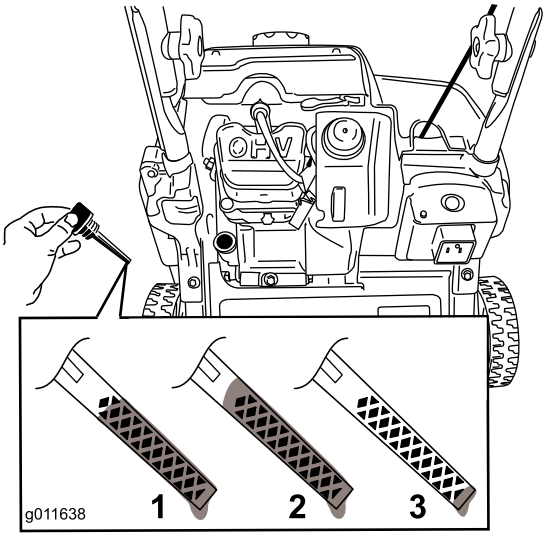

Rysunek 13
3. Wyczyść obszar wokół korka wlewu oleju (Rysunek 13).
8. Aby ustalić prawidłowy poziom oleju na wskaźniku, patrz Rysunek 13.